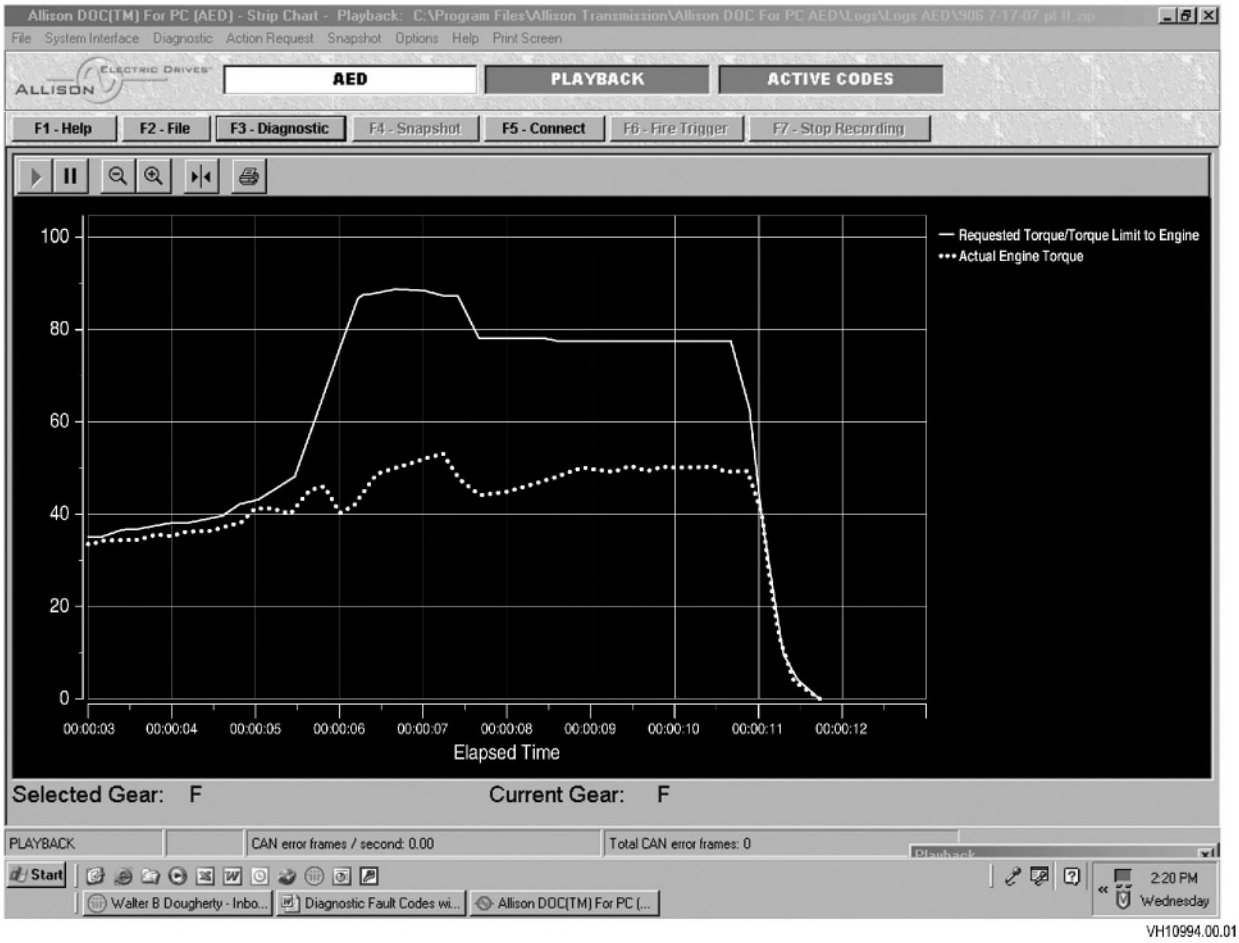

Figure 2. Allison DOC® Strip Chart of Engine Not Meeting Hybrid Torque Request
7. When Actual Engine Torque does not meet the Requested Engine Torque, vehicle performance will be degraded and H 40/50 EP™ output torque will be reduced. Figure 2 provides a representation for a typical Requested Engine Torque vs. Actual Engine Torque acceleration scenario where the engine is not capable of providing the requested torque.